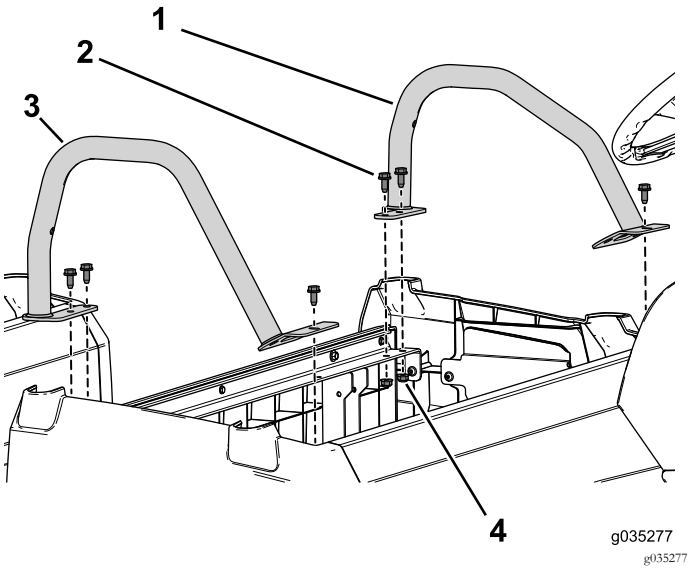

Figur 51
3. Bruk de seks flensboltene (3/16 x 3/4 tomme) og flensmutterne til å feste venstre og høyre hoftestøtte til fremre setebasen (Figur 51).